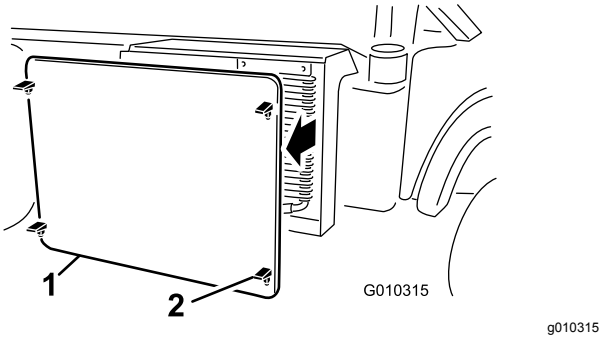

図 52
5. ラジエタースクリーンのラッチを外して、ラジエター前面から外す図 52。